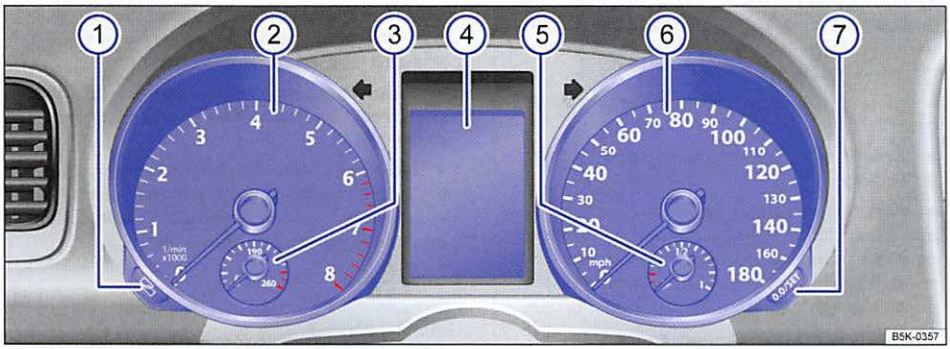

Fig. 9 Instrument cluster in the instrument panel.
Instrument explanations ⇒ fig. 9:
Depending on the vehicle model, different information may be shown in the instrument cluster display ⇒fig. 9 ④.
The service appointment reminder is shown in the instrument cluster display ⇒ fig. 9 ④.